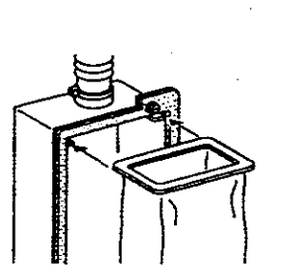

**Рисунок 2. Установка фильтра**
2. (Рисунок 2) Установите фильтр, совместив верхнюю кромку с пазами, как показано на рисунке.